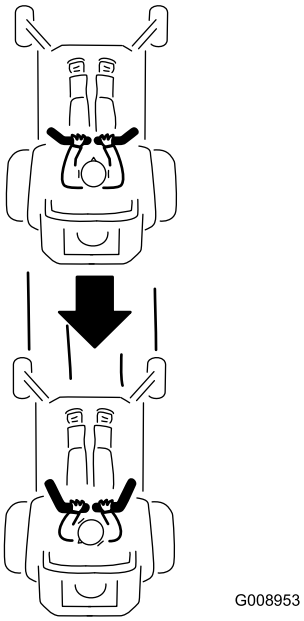

Figura 25
2. Para ir hacia atrás, tire lentamente de las palancas de control de movimiento hacia atrás (Figura 25).